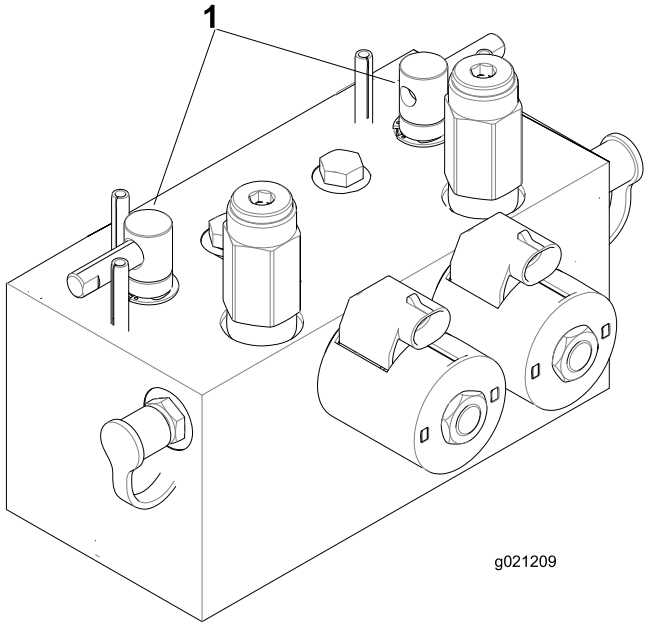

**Figura 76**
2. Desbloquee y levante el asiento para poder acceder a las palancas de autoafilado (Figura 76).
5. Seleccione la palanca de autoafilado correspondiente a los molinetes que desea autoafilar: delanteros, traseros o ambos (Figura 76).